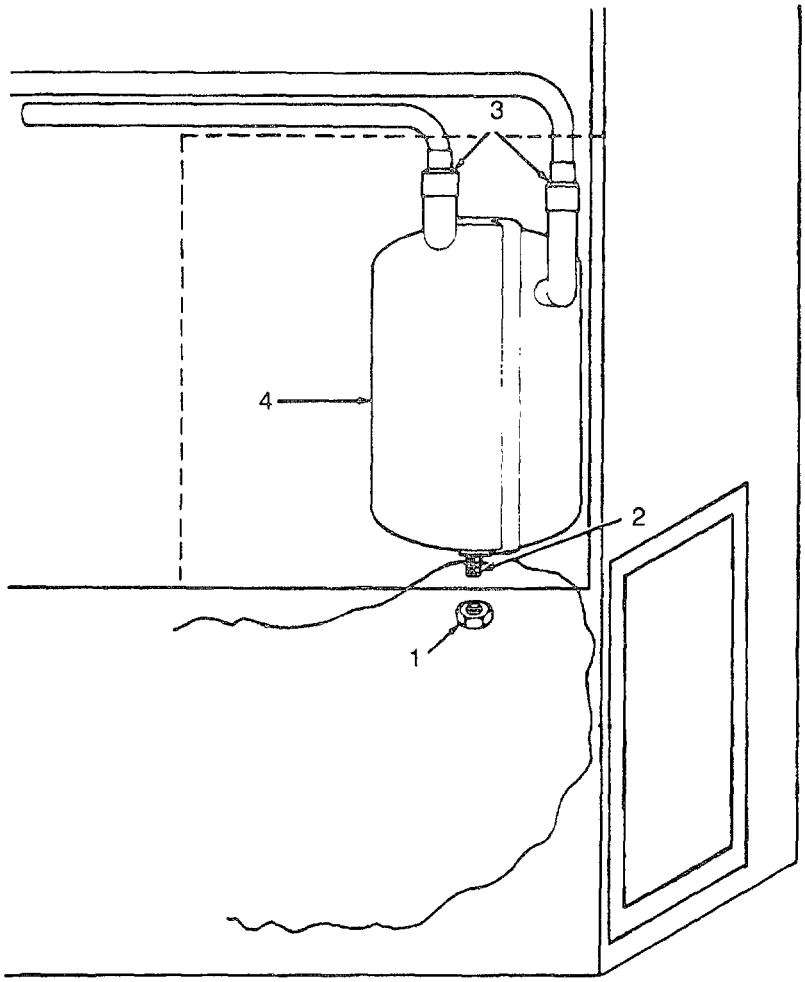

Figure 4-43. Accumulator
a. Look in right side door assembly at the top of the compartment and ensure nut (1, Figure 4-43) is rnounted on accumulator stud (2)
b. Check the fittings (3) on the accumulator (4) for leaks. If leaks are present. contact Direct Support Maintenance.